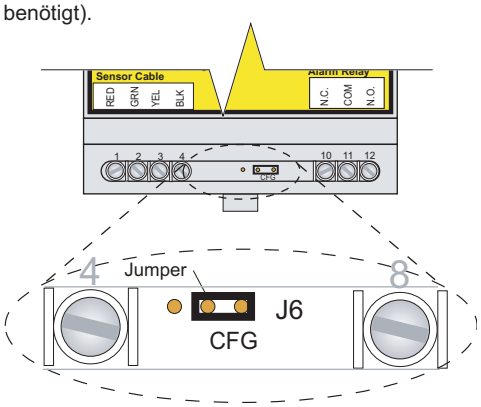

Abbildung 7a. Stecker in Konfiguration Position
- Stecken Sie die Konfigurations-Steckbrücke des TTSIM-2 in die Position CFG (siehe Abbildung 7a).